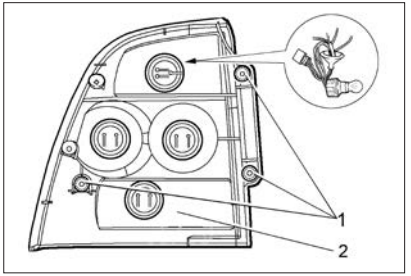

Рис. 88. Задний фонарь
– отверните три гайки-барашка 1 (рис. 88) и выдвинуть с посадочного места задний фонарь;
В вариантном исполнении в нижней секции 2 (рис. 88) заднего фонаря установлен светодиодный модуль, не требующий замены.